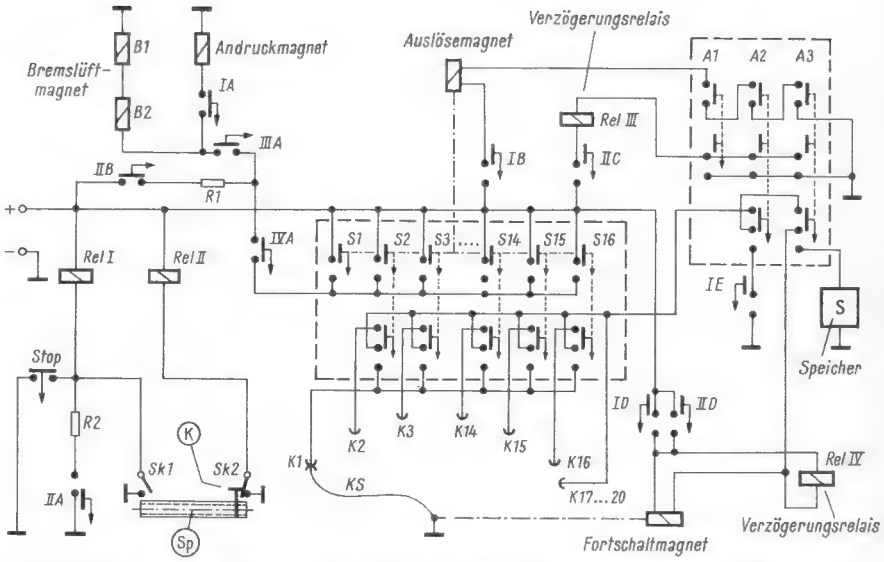

*Bild 5. Über den Spurwahlschalter (S 1 bis S 16) ist jede Spur sofortwählbar. Der Speicher S ermöglicht eine Spurvorwahl in beliebiger Reihenfolge*
*Bild 5. Der Bandablauf erfolgt durch Antreiben der Aufwickelspule. Da die Bandgeschwindigkeit nicht konstant sein muß, kann die Antriebsrolle direkt auf die Aufwickeltrommel wirken*
Das Gummireibrad wird nach *Bild 5* durch einen Zugmagneten eingekuppelt. Dieser Steuervorgang bewirkt gleichzeitig, daß auch der Ton- und der Löschkopf mit definierter Kraft an das Band angedrückt werden.
In *Bild 5* ist eine spezielle Ausführungsform des Magnetbandspielers dargestellt.
Als wesentliche Ergänzung ist hierbei die in Bild 3 gezeigte Stufenscheibe (10) starr mit einer Zahnscheibe (19) verbunden, die in Verbindung mit einem Fortschaltmagneten (18) die Stufenscheibe weiterbewegt. Gleichfalls damit verbunden ist eine Kontaktscheibe, die mit einem Schleifkontakt versehen ist. In Bild 5 ist die Zahnscheibe nur durch den Schleifkontakt (KS) angedeutet. Er wird beim Drehen der Scheibe an den feststehenden Kontakten (K 1 bis K 20) vorbeigeführt. Diese Kontakte sind so angeordnet, daß jeder Stufe der Stufenscheibe ein Kontakt gegenübersteht, der seinerseits dann mit dem Spurwahlschalter (S 1 bis S 16) verbunden ist. Die Kontakte K 17 bis K 20 erfüllen dabei den Zweck, die Stufenscheibe über die bereits erwähnte Steigung hinwegzudrehen, die die oberste und unterste Stufe direkt verbindet.